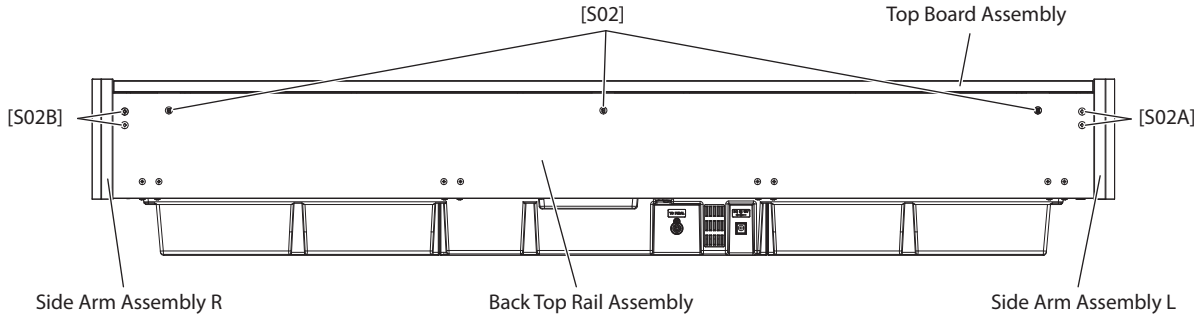
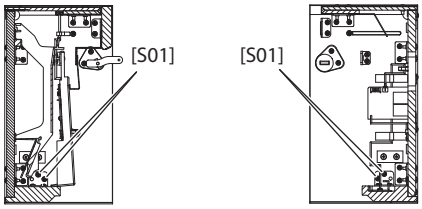

Fig.4
Fig.9
2. Remove the three (3) screws marked [S02]. The top board assembly can then be removed. (Fig.4)
* ***When removing the top board assembly, be careful not to damage the damper fixture on the arm assembly (L).***
7. Remove the four (4) screws marked [S01] which hold the arm assemblies (L, R) in place, and remove the nine (9) screws marked [S05] which hold the key bed inplace. The front rail assembly can then be removed. (Fig.9)
3. Remove the two (2) screws from the wire cover. The wire cover can then be removed.
4. Remove the two (2) screws from the RELAY circuit board. The RELAY circuit board can then be removed.
6. Remove the two (2) screws marked [S02A], the two (2) screws marked [S02B] and the eight (8) screws marked [S03]. The back top board assembly can then be removed. (Fig.4, Fig.9)
6. Remove the two (2) screws marked [S02A], the four (4) screws marked [S02C] and two (2) screws marked [S01]. The arm assembly L can then be removed. (Fig.4,Fig.9)
* ***The arm assembly R can then be removed in the same manner. (Fig.4, Fig.9)***